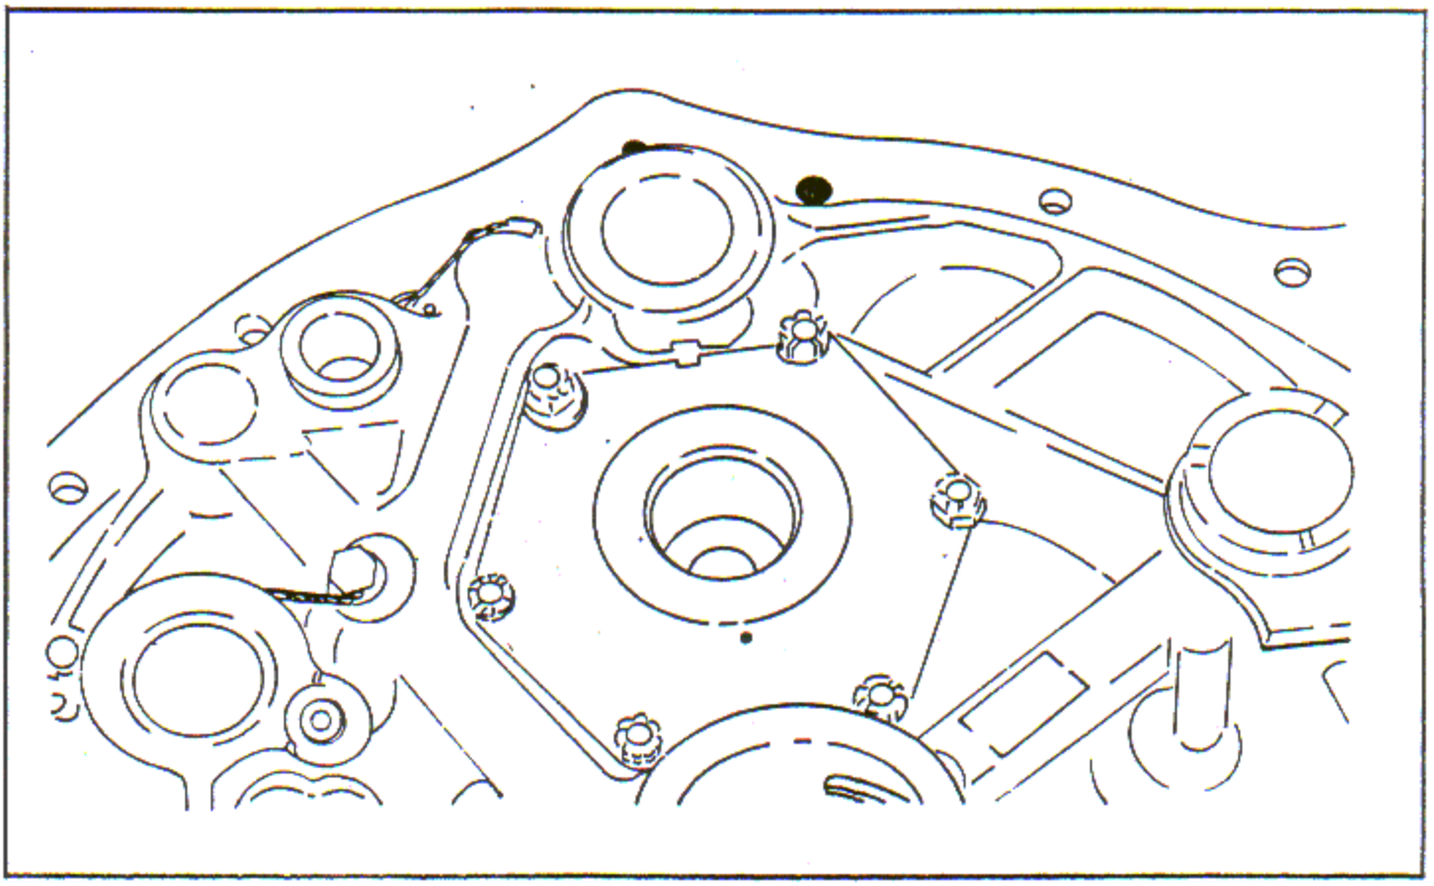

Figure 7-48. Impeller Drive Gear Shaft and Pinion Support Installed (R1820-80 Series)
c. Install a rubber ring on the rear end of the impeller drive gear shaft and pinion support. Locate the support over its attaching studs. Secure it to the supercharger rear housing cover with the attaching washers and nuts. Torque nuts to 70-95 inch-pounds. Cotterpin the nuts. See figure 7-48.